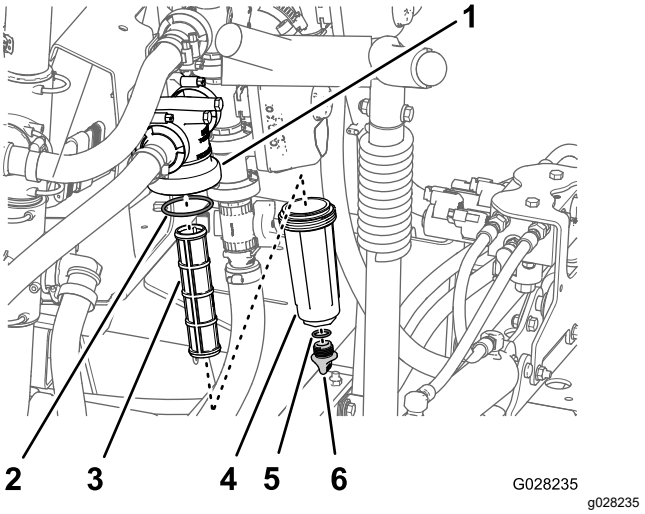

図 51
2. 圧力フィルタの下に受け容器をおく図 51。
3. 圧力フィルタのボウルについているドレンキャップを左に回して外す図 51。
4. ボウルを左に回してフィルタヘッドを外す図 51。
5. 圧力フィルタエレメントを外す図 51。
7. ドレンプラグのガスケットボウルの内側とボウルのガスケットフィルタヘッドの内側に傷や破損がないか点検する図 51。
8. 圧力フィルタエレメントをフィルタヘッドに取り付ける図 51。
9. フィルタヘッドにボウルを取り付けて手締めする図 51。
10. ボウルの底部のフィッティングにドレンキャップを取り付けてキャップを手締めする図 51。